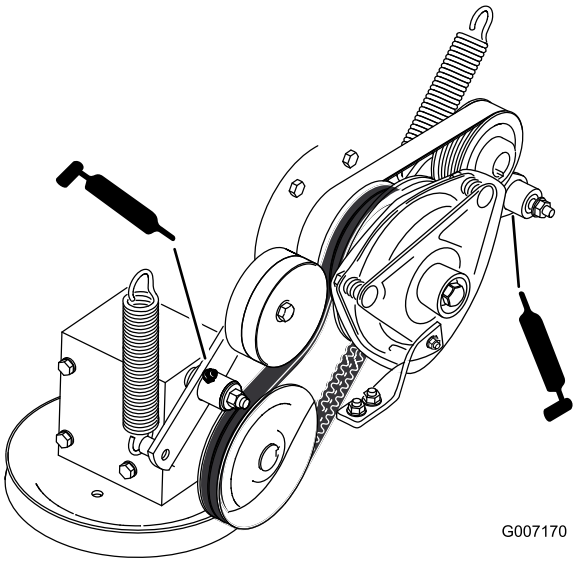

Rysunek 41
9. Nasmaruj ramię koła pasowego luźnego napędu WOM (Rysunek 41).
10. Nasmaruj ramię koła pasowego luźnego pompy (Rysunek 41).